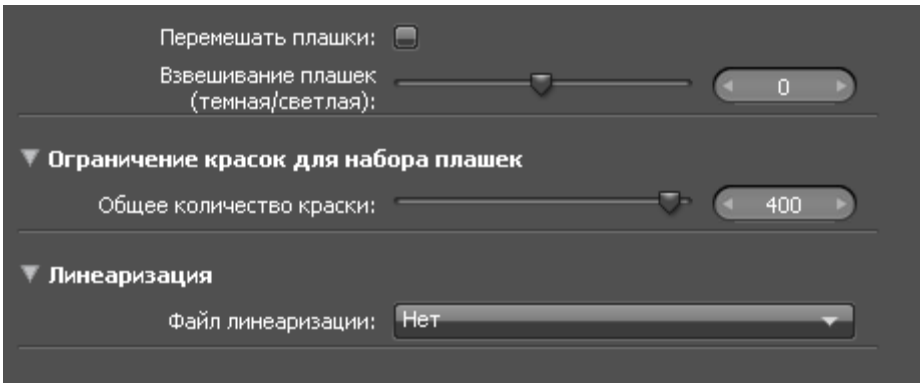

рис.3. Настройки набора плашек тестовой шкалы.
3. Установите настройки набора полей тестформы в соответствии с приведенным снимком экрана *(рис.3)*